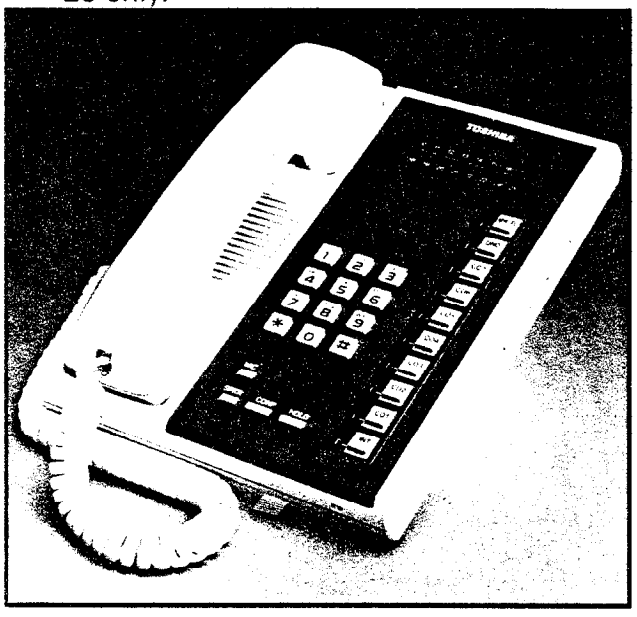

FIGURE 25 — 10-key BLF EKT
- 10-key BLF EKT (Figure 25), available as speakerphone only, with a Busy Lamp Field showing the busy/idle status of stations 10 - 25 only.